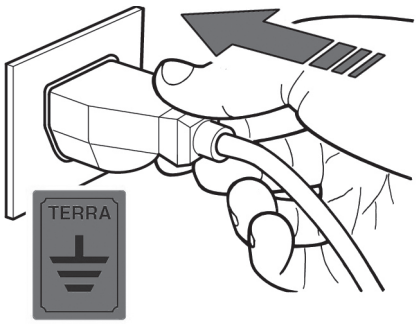

fig. 17
- It is imperative that the complete equipment is properly connected to an efficient earth connection (fig. 17).